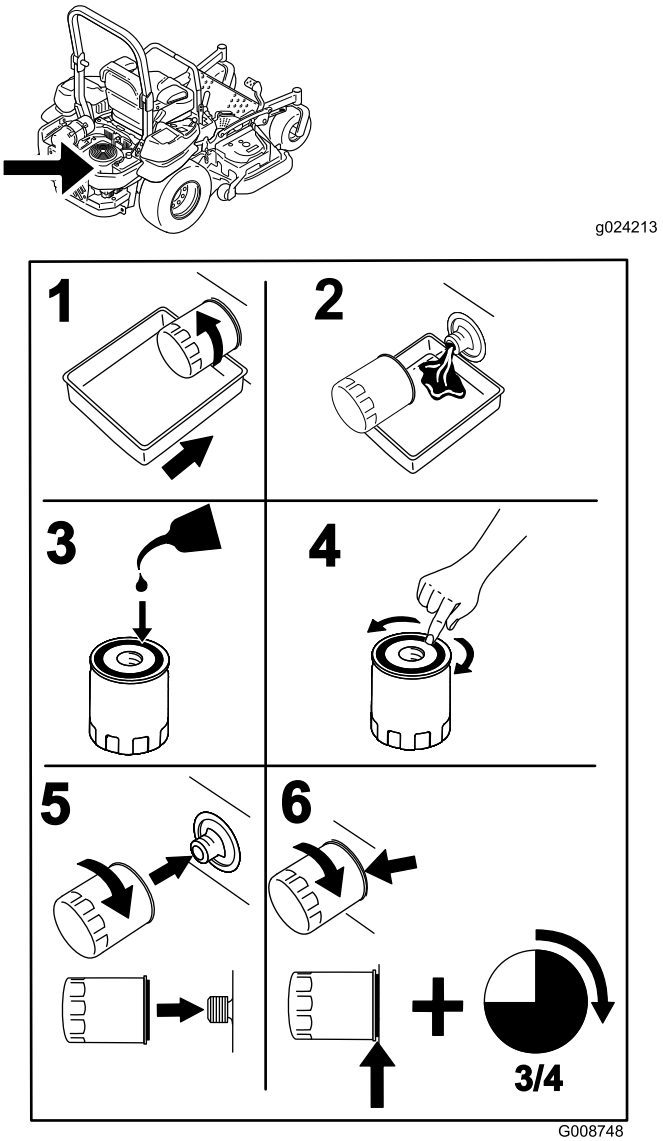

Figur 47
2. Byt ut motoroljefiltret (Figur 47).